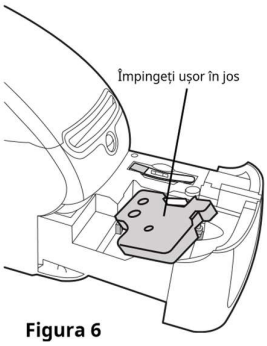

Figura 6
3. Introduceți caseta și apăsați ferm până când caseta se fixează în poziție. Asigurați-vă că eticheta și panglica sunt poziționate corect. Vezi Figura 6.